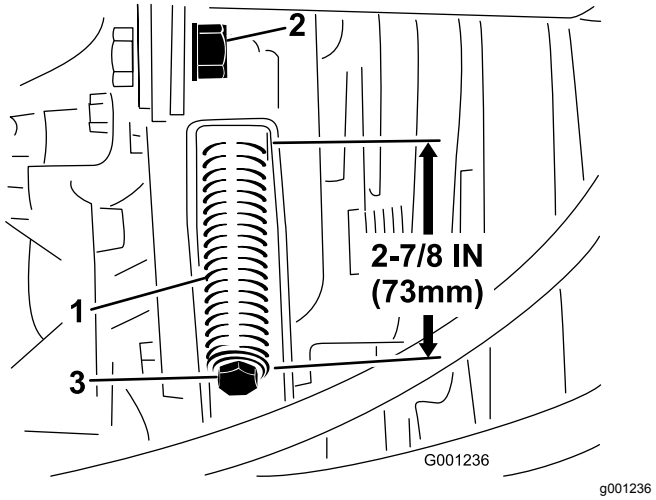

Figuur 76
3. Draai de contramoer van de spanstang los (Figuur 76).
4. Gebruik een ½ inch sleutel om de spanveer van de riem strakker of losser te zetten (Figuur 76). Stel de veer in tot ze een lengte van 73 mm heeft.
4. Zet de spanveer van de riem (Figuur 76) met behulp van een ½ inch sleutel helemaal los.
6. Plaats de nieuwe aftakasriem en stel de poelieveer weer in op een lengte van 73 mm (Figuur 76).
7. Draai de contramoer vast (Figuur 76) en sluit de motorkap.